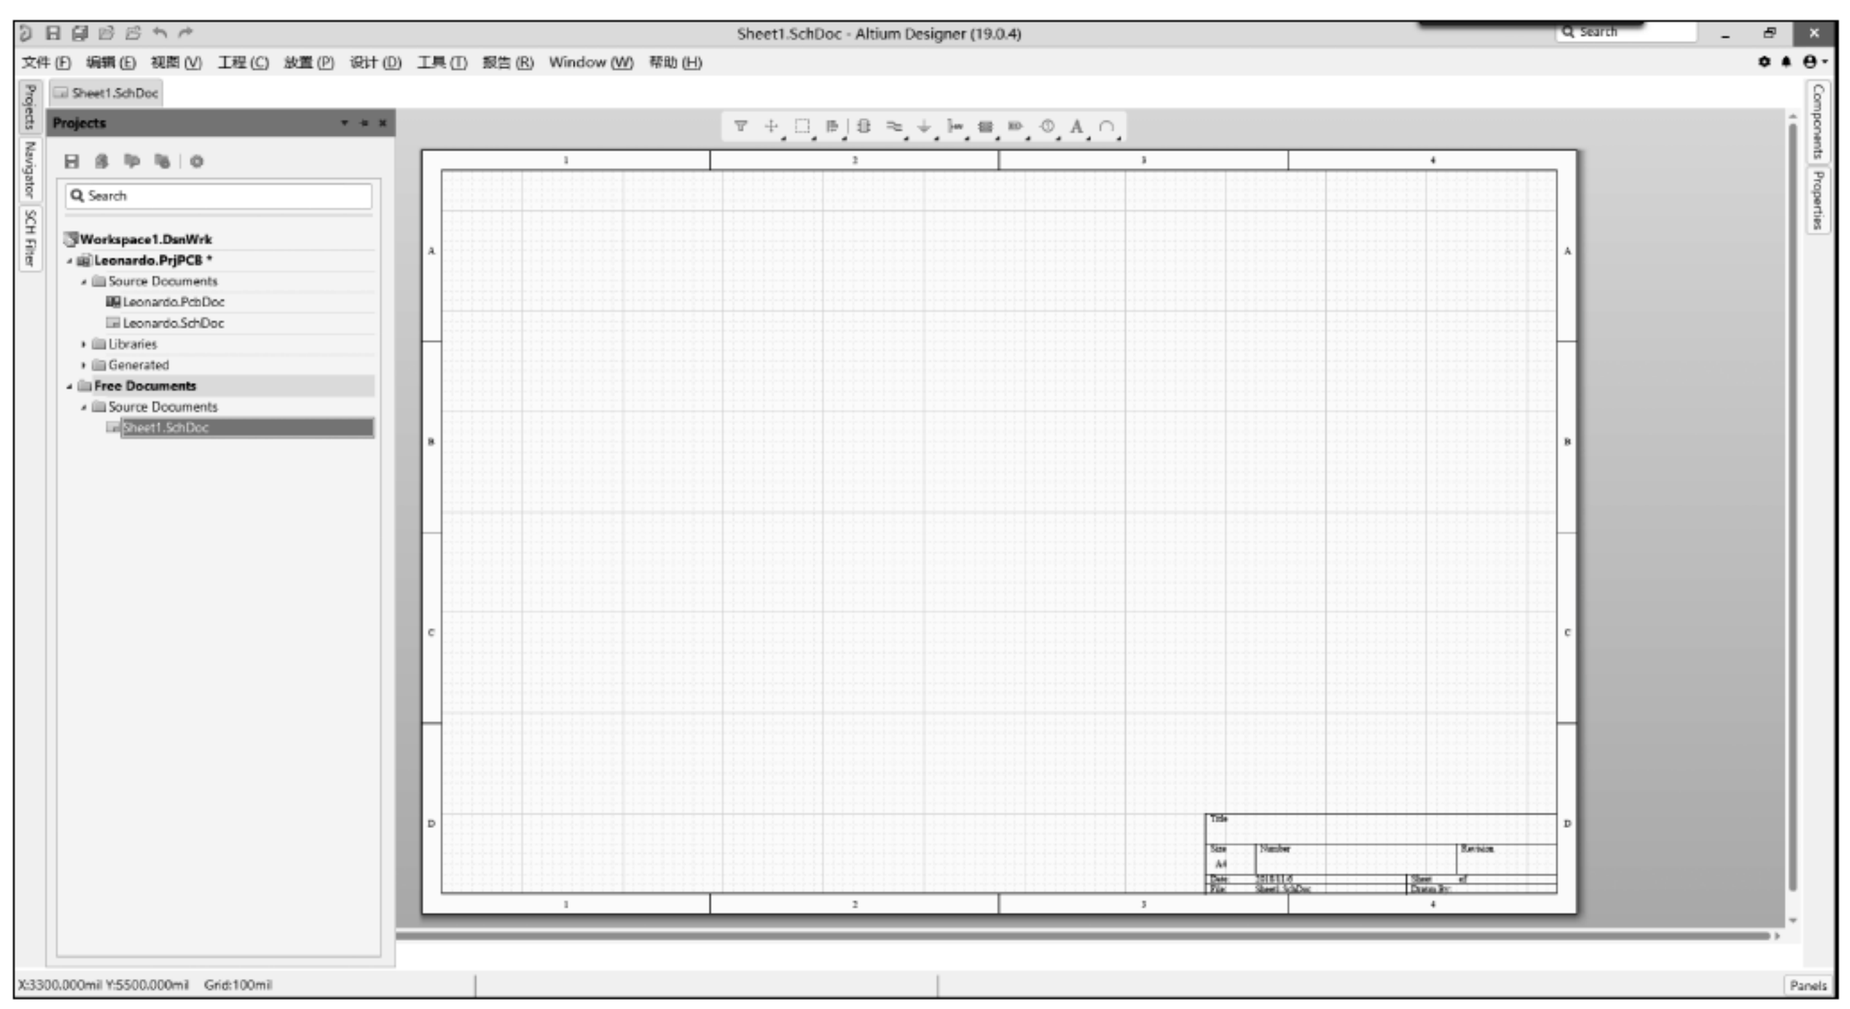

图 1-69　新建原理图文件
(1) 在 Altium Designer 原理图设计环境下，新建一个空白原理图文件，如图 1-69 所示。